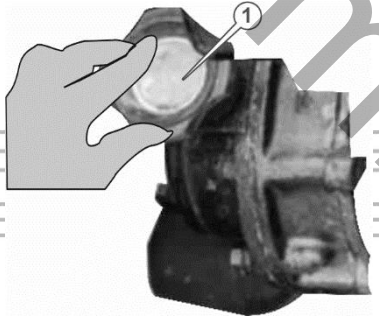

Рисунок 24. Схема розташування горловини для мастила
3. Залийте в горловину (1) (див. рисунок 24) свіжого мастила, орієнтуючись на показники мастильного щупа. Використовуйте лійку, щоб не пролити мастило.